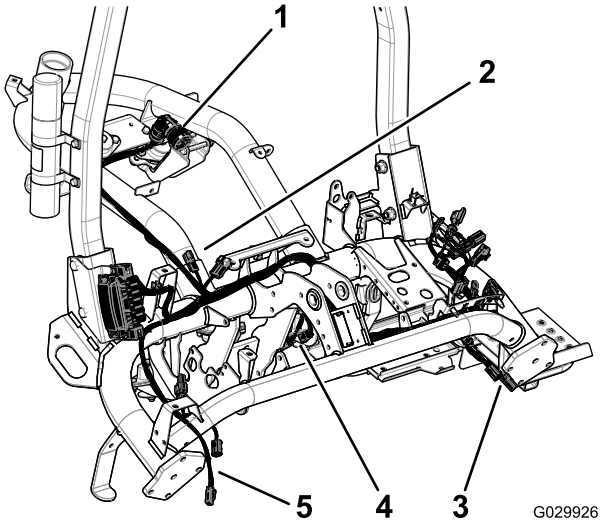

Bild 8
10. Schließen Sie die entsprechenden Anschlussklemmen an den Spindelmotoren an (Bild 8).